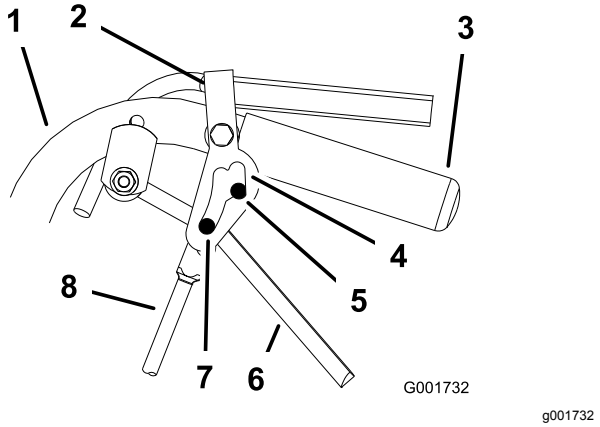

**Figur 40**
5. Frigör och aktivera neutrallåset och kontrollera att hjulet inte roterar (Figur 40). Upprepa denna process tills hjulet slutar att rotera.